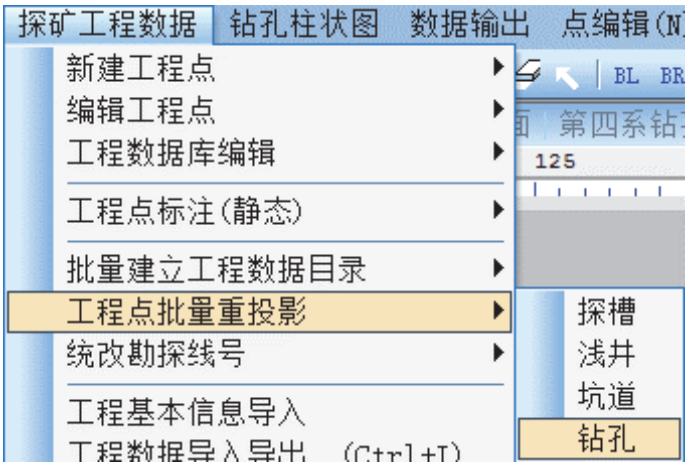

图 4-9
6. 选择菜单“探矿工程数据”→“工程点批量重投影”→“钻孔”（见图 4-9）；